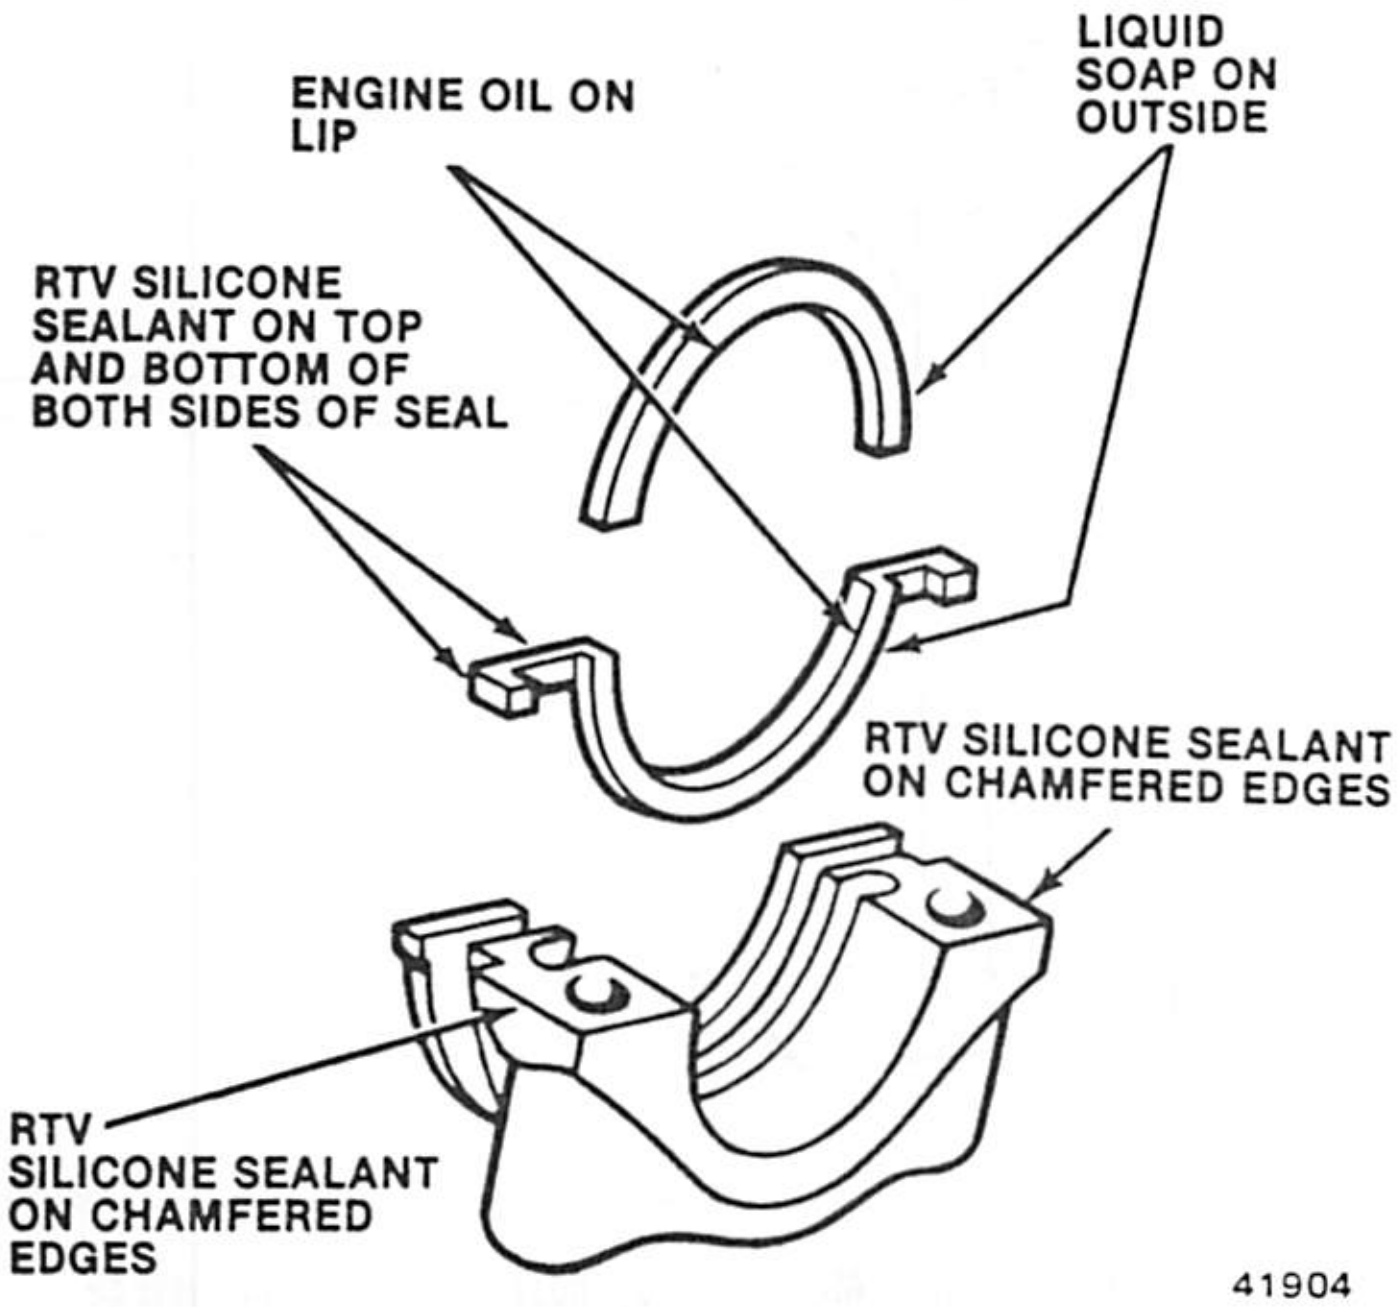

Fig. 1B-96 Rear Main Oil Seal and Cap Installation
(4) Coat both sides of lower seal end tabs with RTV silicone (Jeep Gasket-in-a-Tube, or equivalent). Use care to prevent applying sealer to lip of seal.
(5) Coat outer curved surface of lower seal with soap and lip of seal with engine oil.
(6) Install seal into cap recess and seat it firmly.
(7) Coat both chamfered edges of rear main bearing cap with RTV silicone sealant (fig. 1B-96).